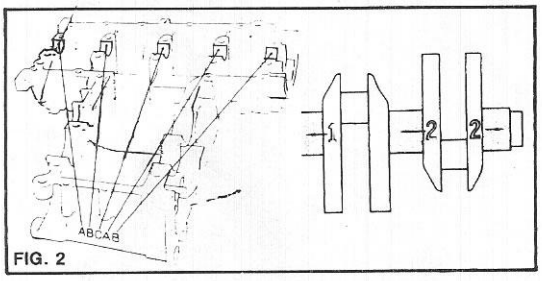

FIG. 2
• BRONZINAS DOS MANCAIS (fig. 2)